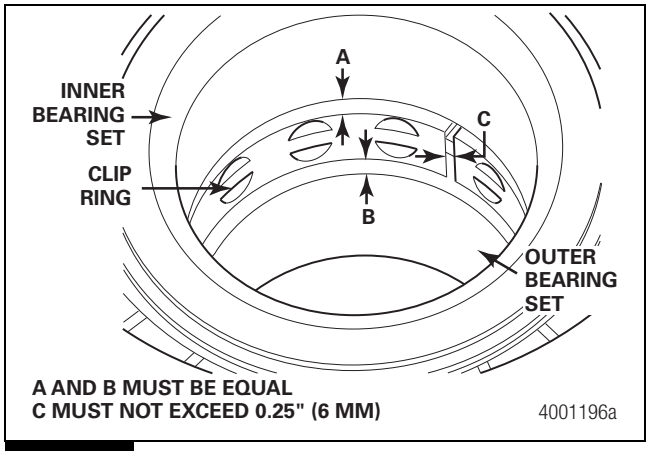

Figure 4.16
A. The inner clip ring has not become dislodged in shipment and is in correct alignment with the inner and outer bearings. The gap between the inner and outer bearing sets and the clip ring must be equal. Figure 4.16.
B. The gap between the ends of the clip ring must be equal and not exceed 0.25-inch (6 mm). If necessary, adjust by hand. Figure 4.16.